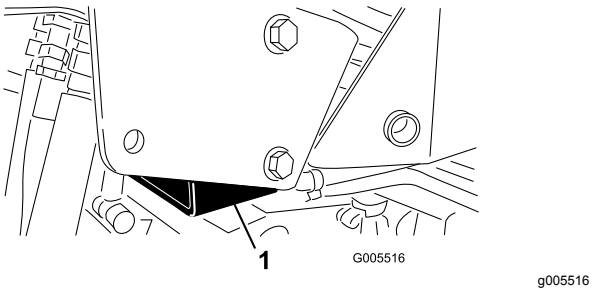

Figuur 29
- Rechts – onder het stutplatform en naast de steunbeugel van de rolbeugel (Figuur 29)